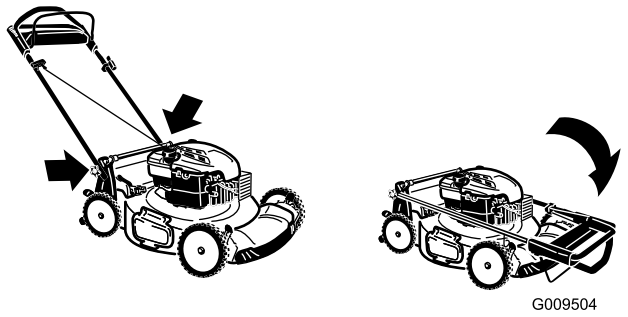

Figur 31
3. Fäll det övre handtaget framåt så som bilden visar Figur 31.